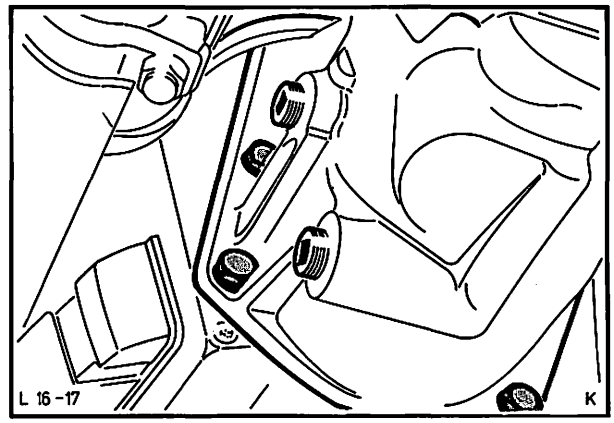

Abb. 23 Getriebe an Kupplungsgehäuse montieren
9. Getriebe – Antriebswelle leicht einfetten und Getriebe einsetzen. Getriebegehäuse mit zwei gegenüberliegenden Schrauben beiziehen. Anschließend restliche Schrauben einsetzen und mit vorgeschriebenem Drehmoment festziehen. Abb. 23.